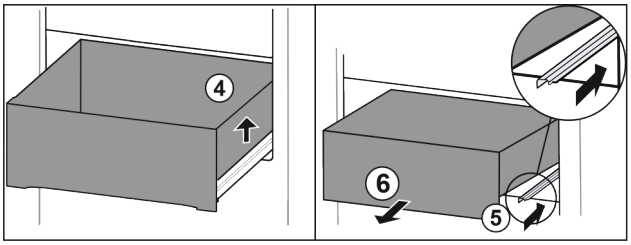

Fig. 90
▶ Schubfach rechts anheben. *Fig. 90 (4)*
▶ Rechte Schiene einschieben. *Fig. 90 (5)*
▶ Schubfach nach vorne entnehmen. *Fig. 90 (6)*